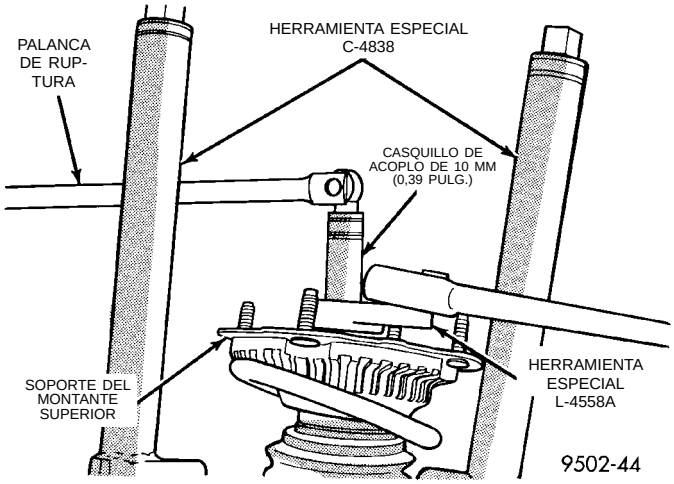
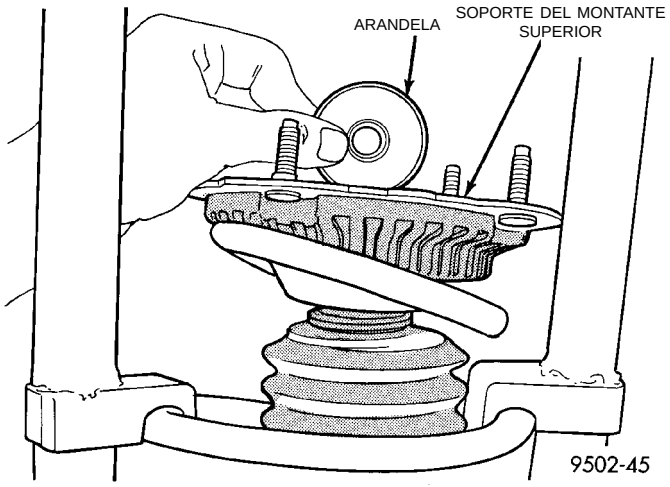

Fig. 27 Desmontaje/instalación de la tuerca del eje del montante
Fig. 28 Arandela del soporte del montante
(4) Instale el Casquillo de acoplo de tirante radial, Herramienta especial L-4558A o L-4558 en la tuerca del eje del montante (Fig. 27). Inserte un casquillo de acoplo de 10 mm (0,39 pulg.) a través de la Herramienta especial y en el extremo del eje del montante
(Fig. 27) para evitar que éste último gire. Retire la tuerca del eje montante de éste último.
(5) Retire la arandela (Fig. 28) emplazada entre la tuerca del eje del montante y el soporte del montante superior y el aislador.
(7) Instale la arandela en el soporte superior del conjunto del montante (Fig. 28). La arandela debe instalarse con el borde elevado orientado hacia abajo.
(8) Instale la tuerca de retención del soporte del montante superior al eje del montante.
(9) Utilizando el Casquillo de acoplo del tirante radial, Herramienta especial L-4558A y un casquillo de acoplo de 10 mm (0,39 pulg.) (Fig. 27) para evitar que el eje del montante gire, apriete la tuerca del eje del montante con una torsión de 61 N·m (45 lbs. pie).
(10) Afloje del mismo modo los Compresores de muelle, Herramienta especial C-4838 hasta que el muelle se asiente en el soporte de montante superior y se libere por completo la tensión de los compresores de muelle.
(11) Vuelva a instalar el conjunto de montante en el vehículo. Consulte Desmontaje del conjunto de montante en Servicio de montantes traseros en esta sección del manual de servicio.
(12) Verifique y, si fuera necesario, vuelva a ajustar la OBLICUIDAD de las ruedas según las especificaciones.